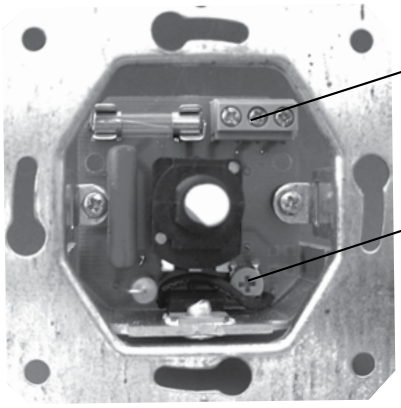

Рис. 2
- встановити регулятор у монтажну коробку таким чином, щоб клемник (рис. 2) розміщувався зверху, та закріпити шурупами;
- за допомогою викрутки з ізольованою рукояткою обертати двигун потенціометра (рис. 2), довівши швидкість обертання вентилятора до мінімальної;